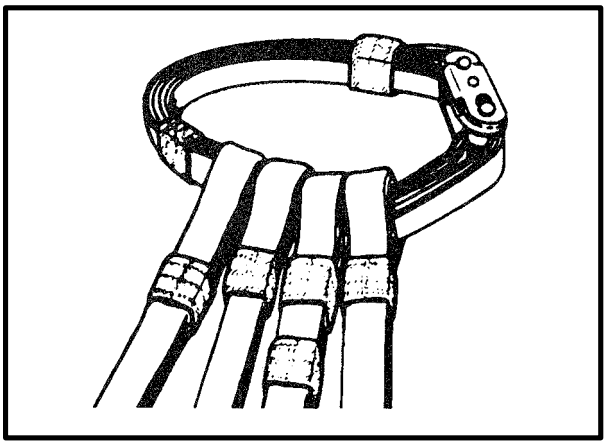

*Figure 6-34. Four-Legged Nylon Sling*
**d. Rigging a Load.** The type and quantity of slings used to rig loads vary with the weight and configuration of the load to be lifted. Figure 6-34 shows a four-legged nylon sling.